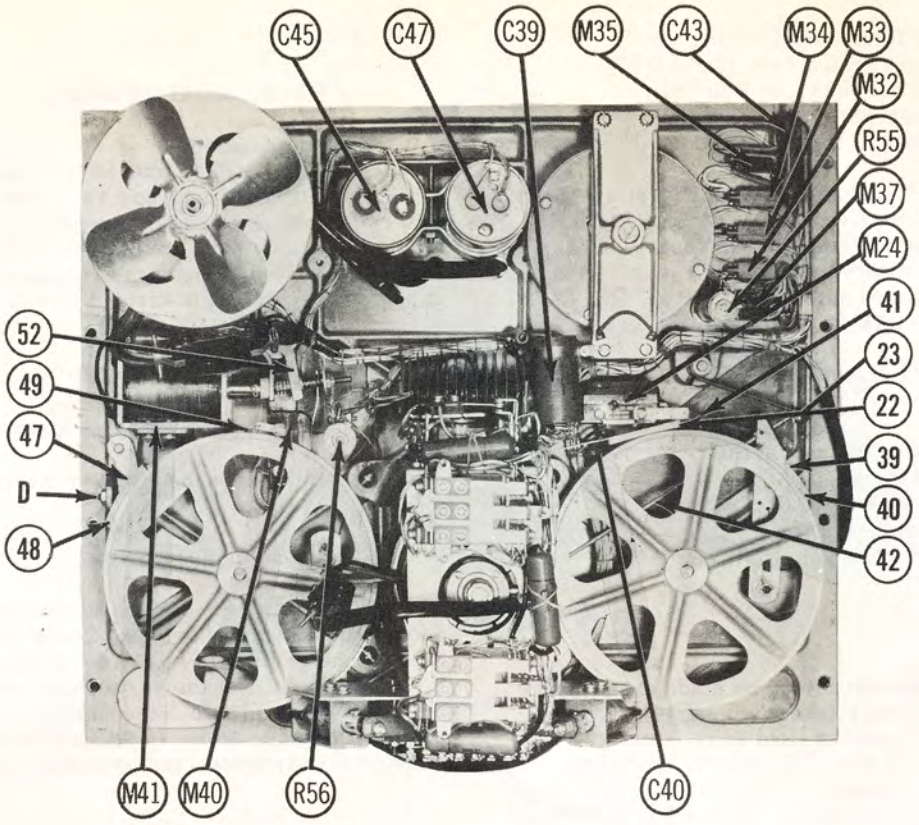

Figure 8
7. Constant Tension Brake (47), Figure 8.
The Constant Tension Brake (47) is adjusted for minimum clearance between the Constant Tension Brake Lining (48) and the Tape Supply Brake Drum (34) when the Brake is released. The adjustment is made by the Brake Stop, a set screw and lock-nut shown in Figure 8, Point D. As the Brake Lining wears readjustment of the Stop is desirable.
c. Tighten the lock nut and re-check for drag. The drum should spin freely with both Brakes released. The Constant Tension Arm (44) should have a very short travel - approximately 1/8 inch at the end of the arm.